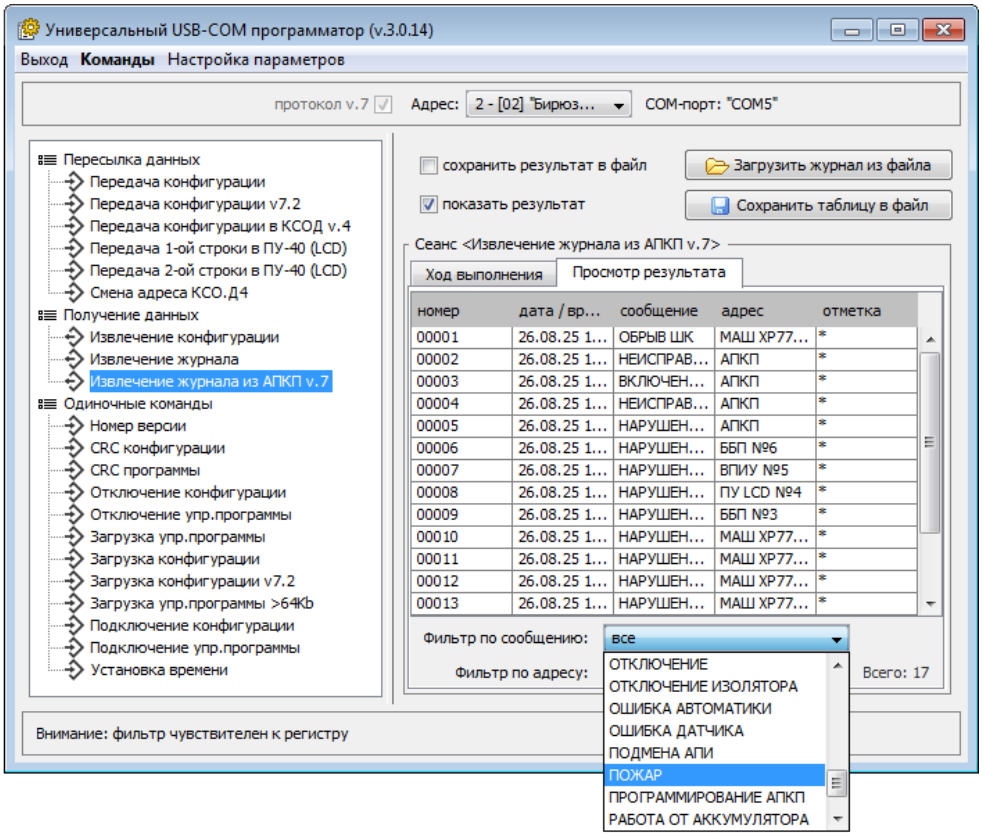

Рисунок 104. Универсальный USB-COM программатор. Просмотр извлеченного журнала
7) Если была включена опция просмотра извлеченного журнала, перейти в закладку «Просмотр результат» для его просмотра. В закладке (рисунок 104) доступны функции поиска событий в извлеченном журнале по их типу, адресу функционального модуля прибора, а также функции сохранения извлеченного журнала в текстовый файл и загрузки журнала из сохраненного файла в окно просмотра результата.